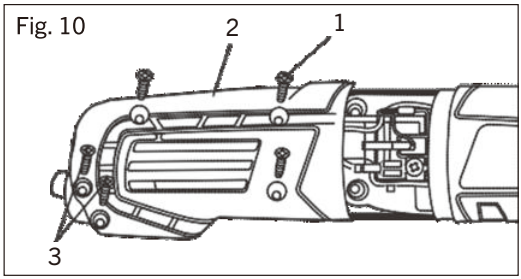

Fig. 10
2. Posez l'outil sur son côté gauche sur une serviette ou sur du carton ondulé (Fig. 10).
3. Retirez 5 vis (1) du côté droit de la poignée (2) à l'aide d'un ⊕tournevis no 2.